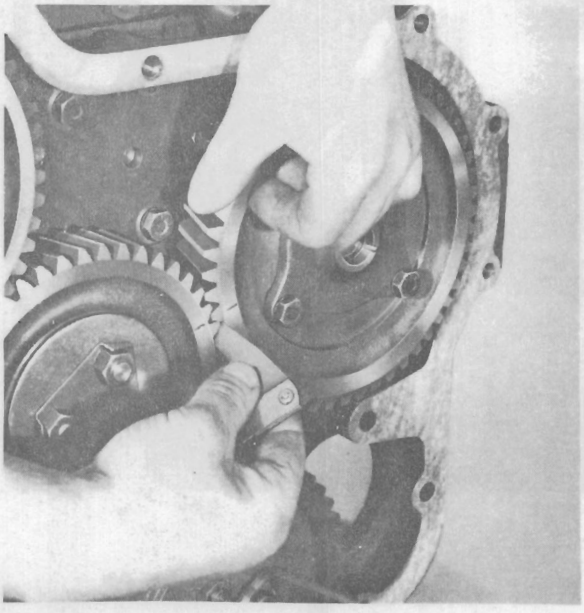

Fig. J.3.
2. Check the back-lash between the gears as seen in Fig. J.3 using a feeler gauge. The back-lash should be a minimum 0.003 in (0,076 mm). On certain applications floating hubs are fitted and timing gear back-lash must be set from 0.003 in to 0.006 in (0,076 mm to 0,125 mm) before the gear and hub assembly is finally tightened.